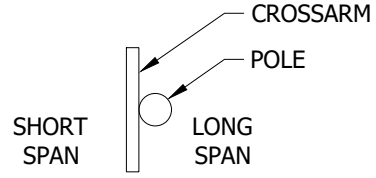

FIGURE 19
E. TANGENT ARMS TO BE INSTALLED ON OPPOSITE SIDE OF POLE OF LONGER SPAN. SEE FIGURE 19.